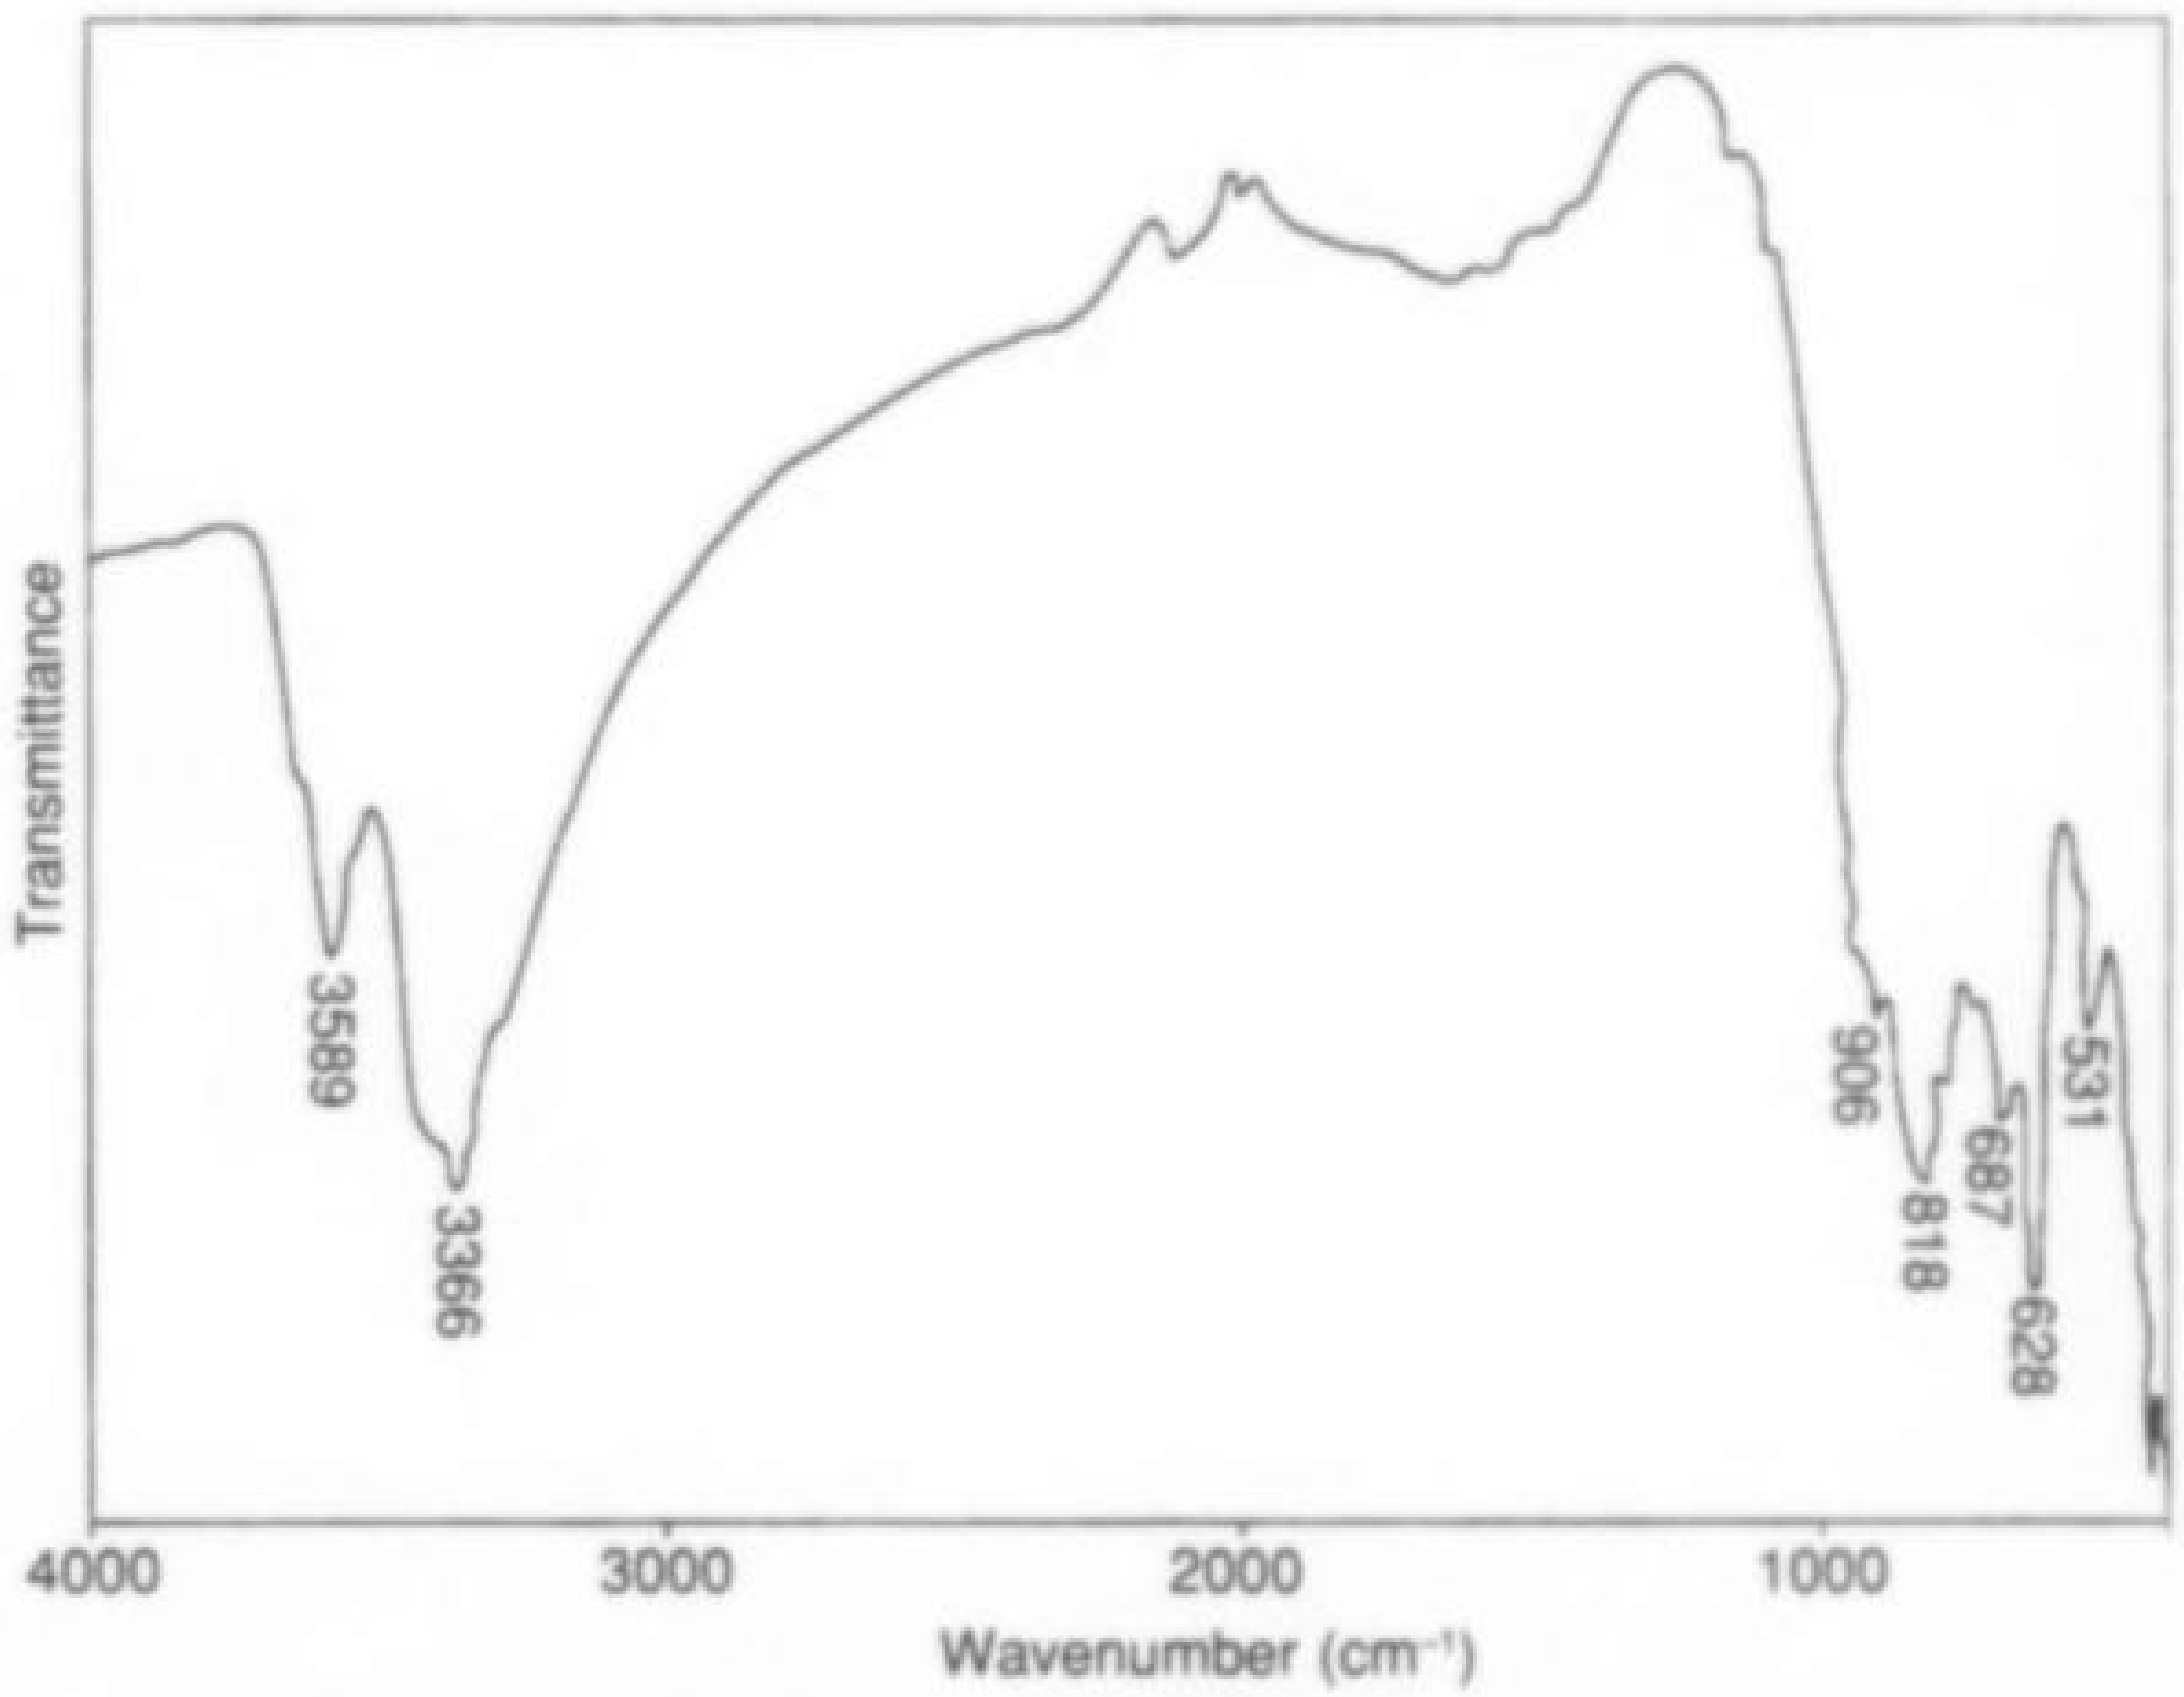

***Figure 2*. Infrared-absorption spectrum for arakiite.**
The equipment and procedures for acquiring the infrared-absorption spectrum for arakiite are identical to those used to obtain the spectrum of mcalpineite (Roberts *et al.*, 1994) and are not repeated here. The spectrum (Fig. 2) clearly shows absorption bands for (OH). Strong to medium-strong bands at 3366 and 3589 cm^{-1} are due to O-H stretching in the hydroxyl groups.
The authors thank E. Moffatt (Canadian Conservation Institute) for the infrared spectrum of arakiite and M. Clarke (GSC) for redrafting Figure 2. FCH was supported by Research and Major Equipment grants from the National Sciences and Engineering Research Council of Canada.